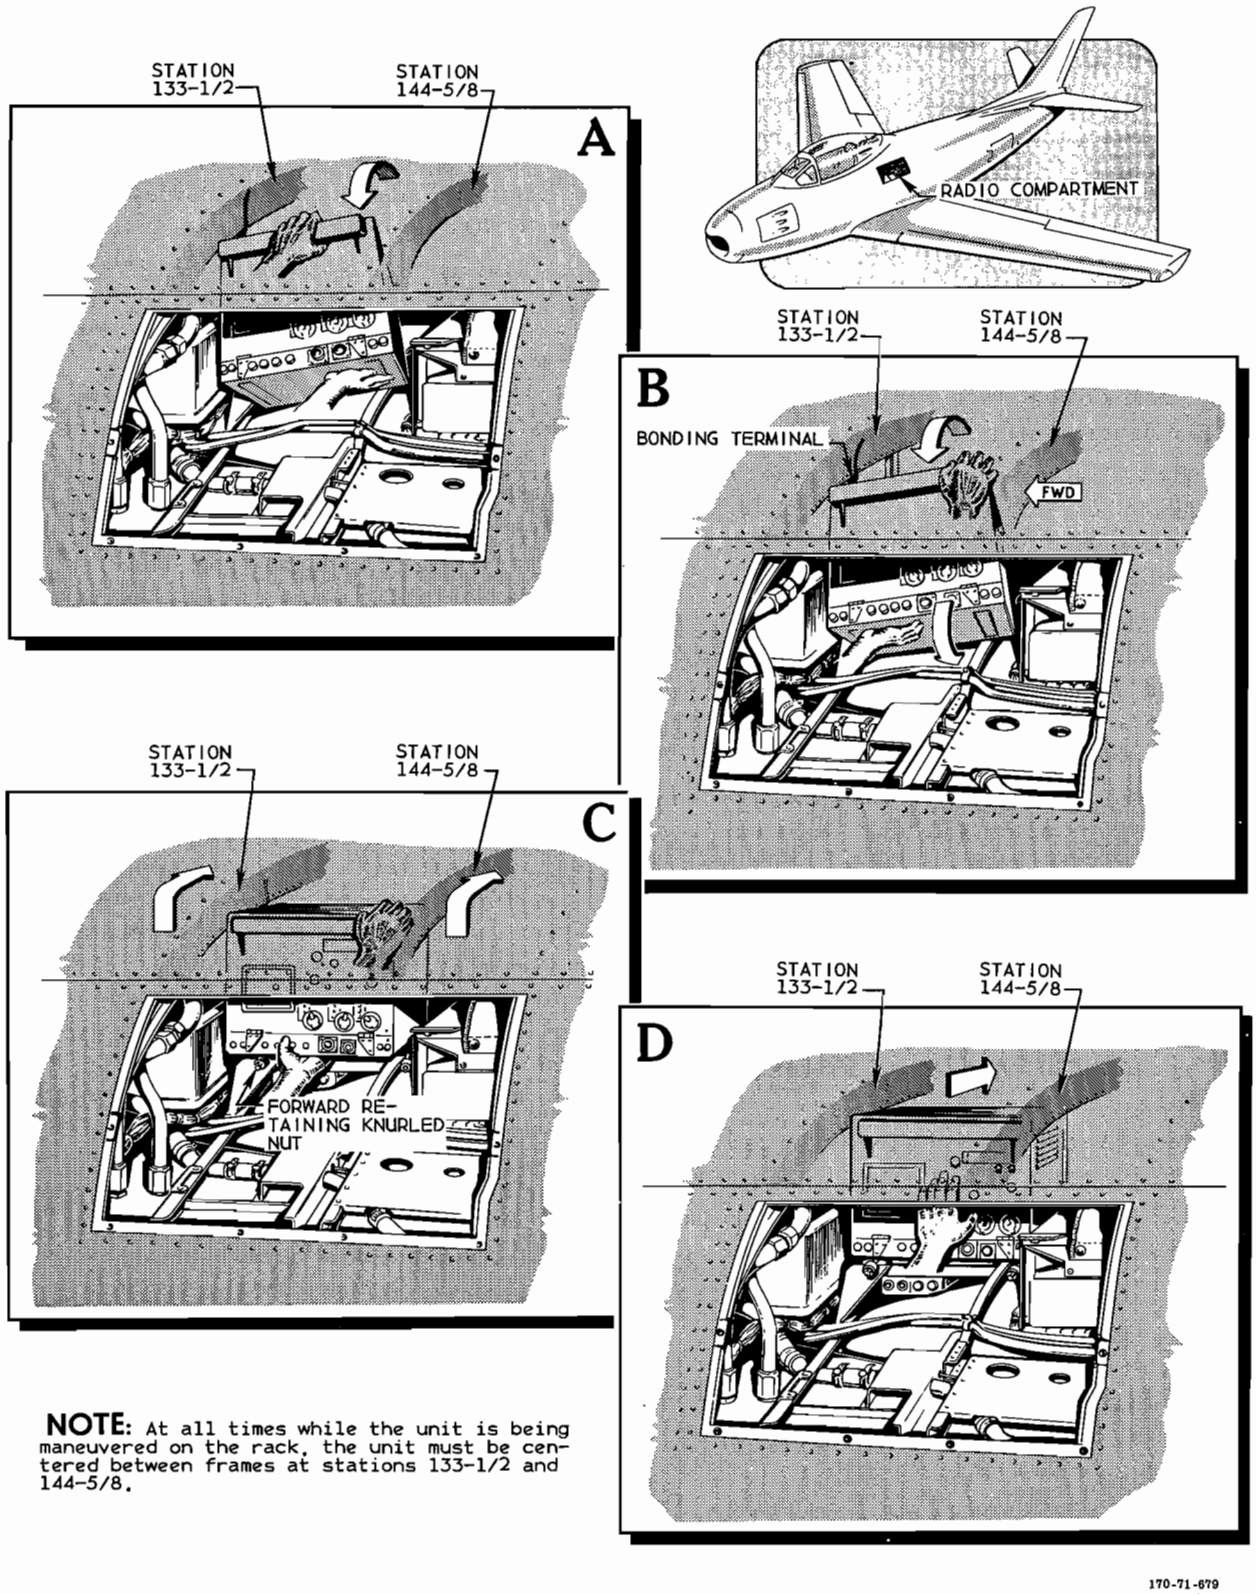

Figure 8-5. Installing RT-82/APX-6 Receiver-Transmitter
d. Draw unit outboard, forward, and off rack; then drop forward outboard end of unit slightly, so that upper aft corner of unit is forward of frame at station 144⅝. (See figure 8-5, detail A.)
e. Rotate unit so that upper forward corner of unit is forward and outboard of bonding terminal on frame at station 133½, and upper aft corner is still forward of frame station 144⅝. (See figure 8-5, detail B.)
f. With left hand under forward end of unit and right hand on upper end of unit, rotate unit to upright position and push lower edge of unit inboard, until it rests on forward knurled retaining nut on mounting rack. (See figure 8-5, detail C.)
g. Place both hands on face of unit and push unit onto rack over knurled nut. (See figure 8-5, detail D.)